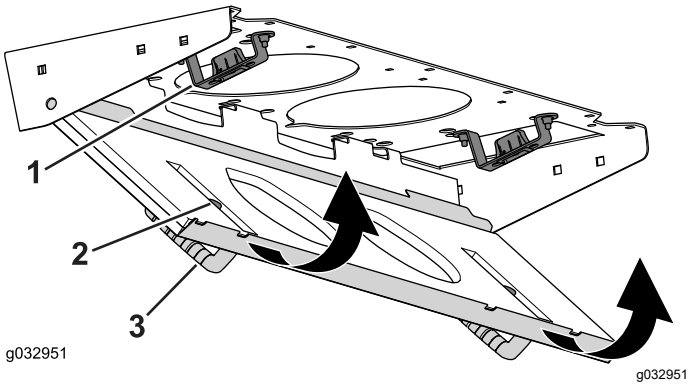

**Figuur 88**
4. Kantel het filterscherm rond de nokken totdat de vergrendeling aangrijpt in de grendelplaat (Figuur 88).